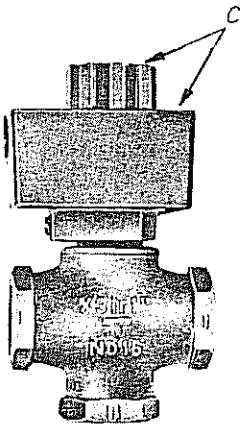

FIG. 3
b) **Motorisée - Gemotoriseerd (régulation A - B régulatie A - B - fig. 3)** :